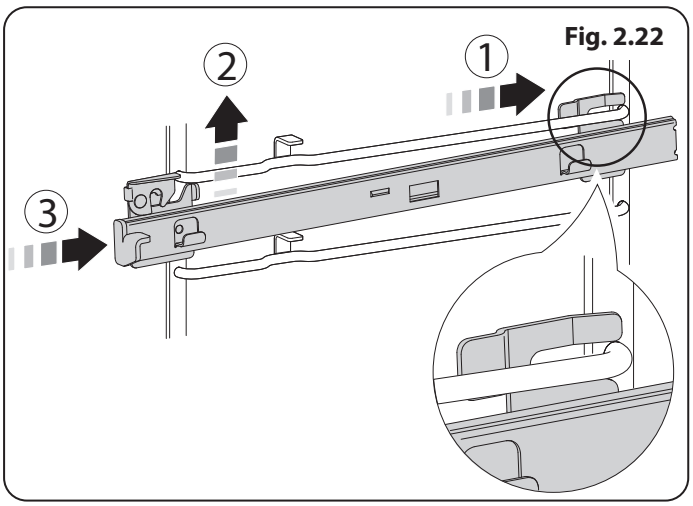

Fig. 2.22
With the runner arm in the closed position locate the opening of the upper rear slot onto the side support (**Fig. 2.22**). **DO NOT** locate any further than the opening at this point.
1. Lift the front of the runner arm to locate the front slot against the side support **(Fig. 2.22)**.
2. Push the runner arm towards the rear of the oven. The catch at the front will lift and drop to secure the runner arm in place **(Fig. 2.22)**.